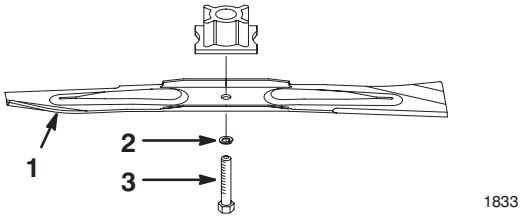

Bild 23
2. Entfernen Sie die Messerschraube, Sicherungsscheibe und das Schnittmesser (Bild 23).